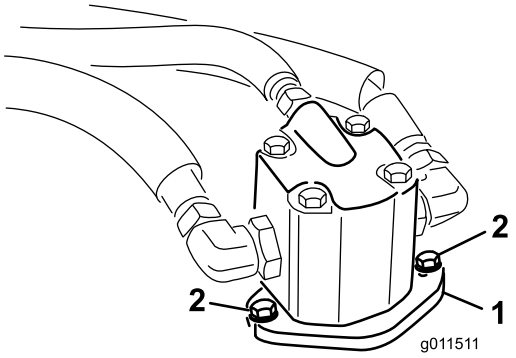

Figura 71
4. Retire los pernos que sujetan el motor hidráulico a la unidad de corte (Figura 71). Retire el motor de la unidad de corte y póngalo encima de la unidad de corte.